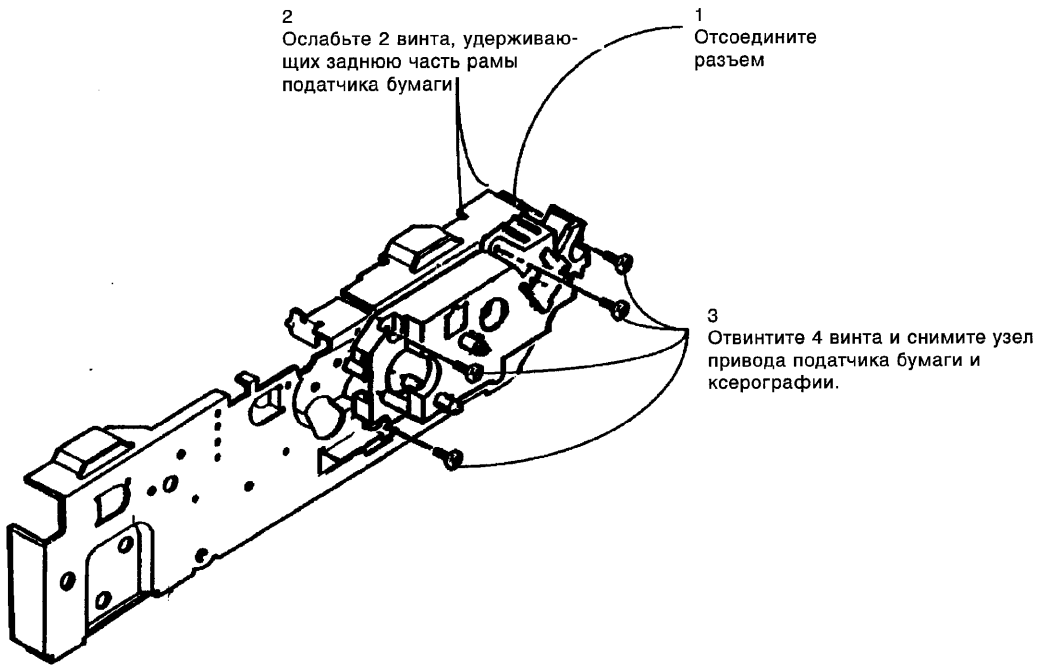

Рисунок 1. Снятие узла привода.
3. (рис. 1) Снимите привод подачи бумаги/узла ксерографии.